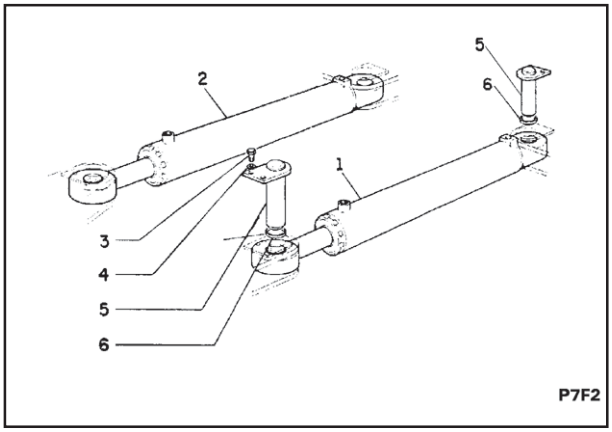

Fig.4
2. Instale o espaçador (6 - fig.4), o pino (5 - fig.4), as arruelas e parafusos (4 e 5 - fig.4).